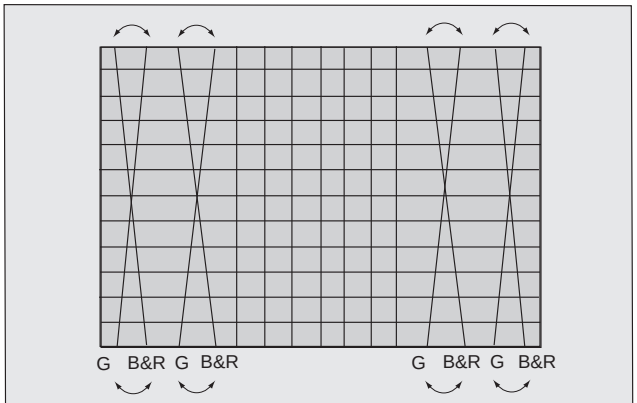

Figure 14. VR2 Adjustment (Y_H)
3. With a driver Adjust VR2 (located in deflection yoke board Fig. 19) to obtain a proper corvergence at left and right side of the screen. (See Fig. 14)